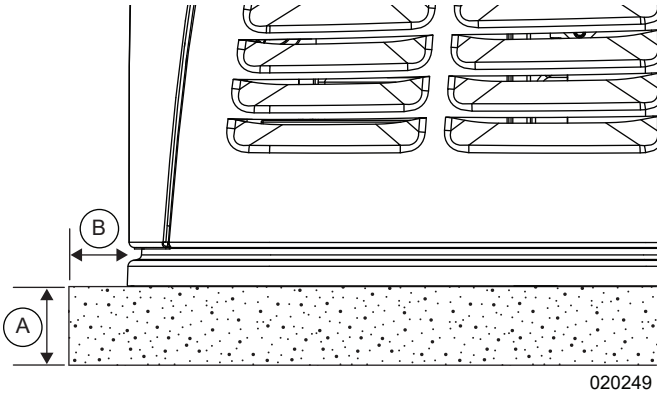

Figure 4. Pea Gravel or Crushed Stone
See ***Figure 4***. Prepare a rectangular area approximately 5 in (127 mm) thick (A) and approximately 3 in (76.2 mm) longer and wider (B) than the footprint of the generator on all sides when using pea gravel or crushed stone.